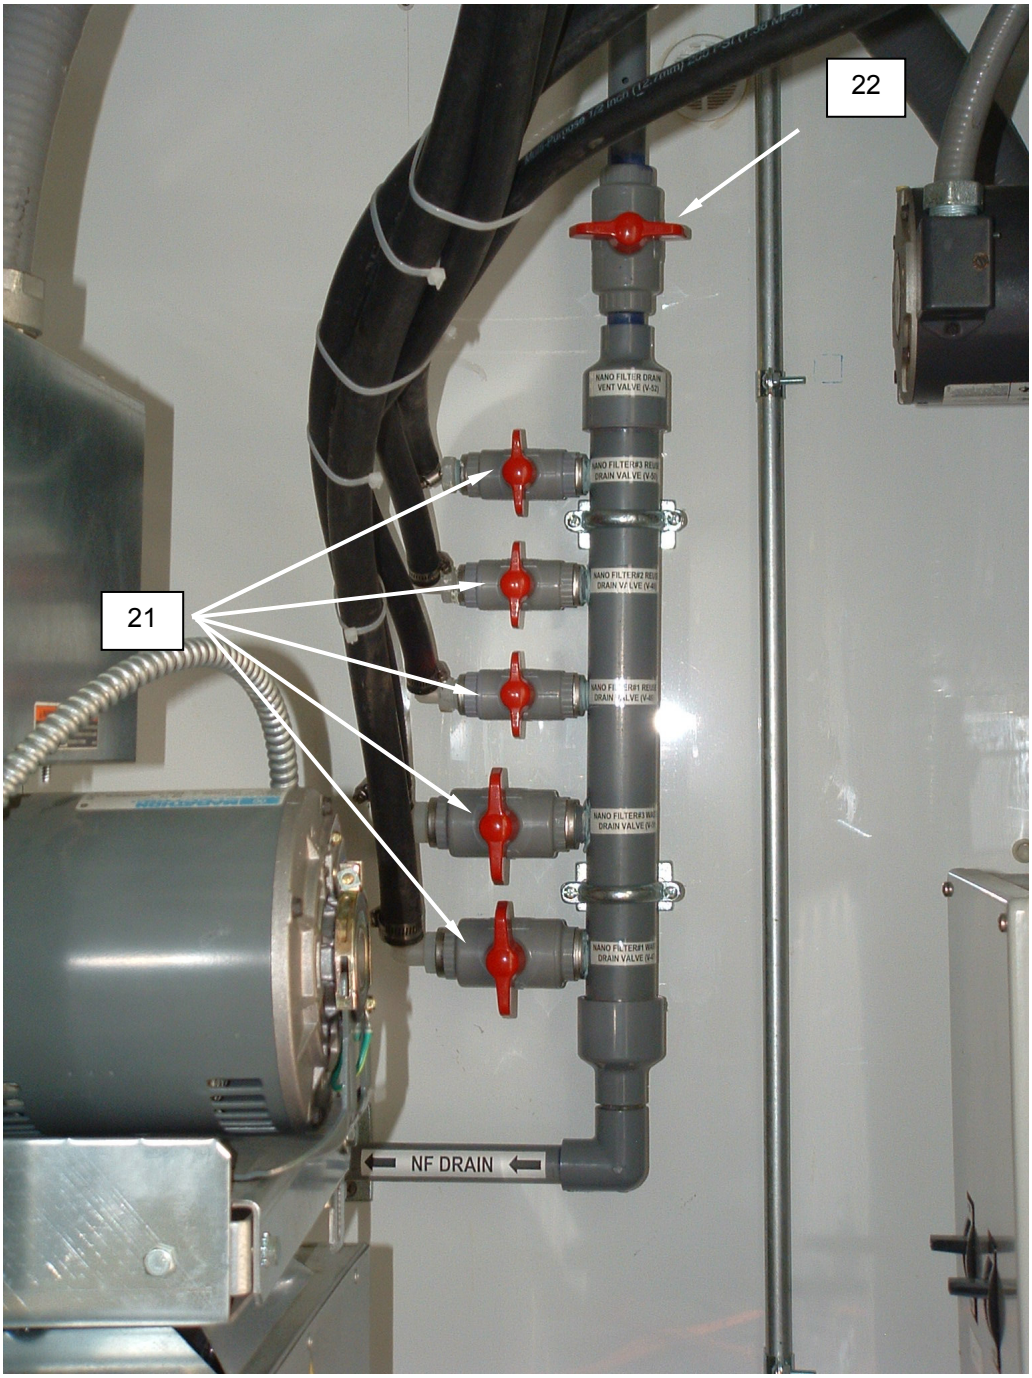

Figure 13. Vent Valves and Nanofilter Drains.
9. Close the nanofilter drain valves (V-46, V-47, V-48, V-50, V-51) **(Figure 13, Item 21)** located behind the dryers.
10. Close the drain vent valve V-52 **(Figure 13, Item 22)**.